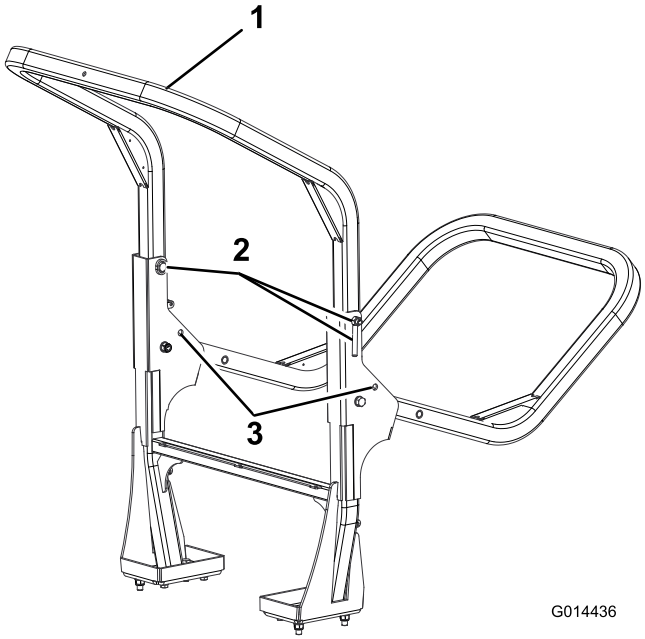

Figur 46
2. Støt det øverste stels vægt, mens du fjerner møtrikkerne, skiverne og låseboltene fra akselbeslagene (Figur 46).